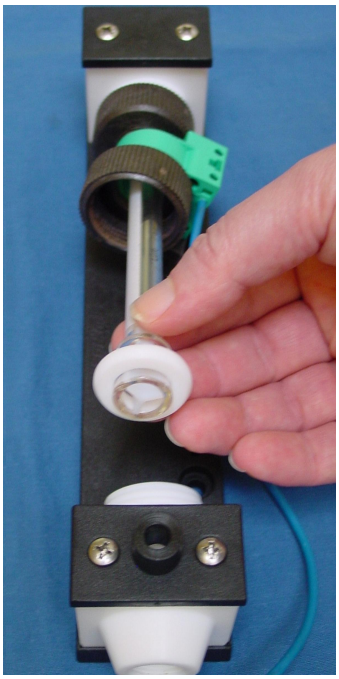

Рис. 2
Снимите обе накидные гайки измерительной трубки. Подвиньте легким нажатием измерительную трубку в верхнюю головку. Теперь измерительную трубку можно повернуть наружу (см. Рис. 2). Удалите с нижней стороны измерительной трубки уплотнительное кольцо (2), накидную гайку (3) и пороговый выключатель (4). При необходимости измерительную трубку можно прочистить.